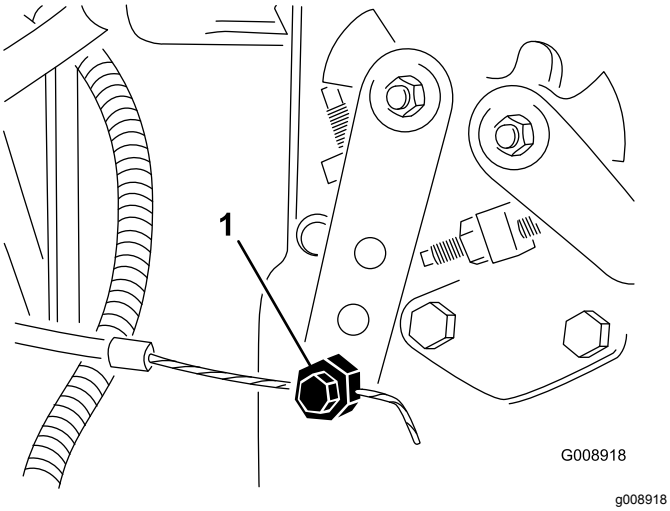

Figuur 72
2. Maak de klem van de gaskabel op de hefboomarm van de injectiepomp los (Figuur 72).